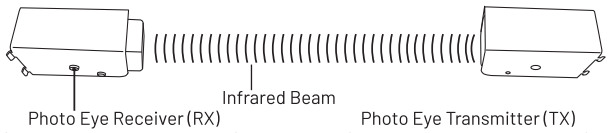

Fig. 65
- Place a box or other object in the path of the door so it breaks the photo eye beam. See Fig. 65.